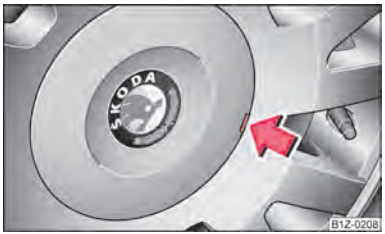

Fig. 165 Pulling off wheel trim cap on light alloy wheels
– Carefully remove the wheel trim cap using the wire clamp ⇒ fig. 165.